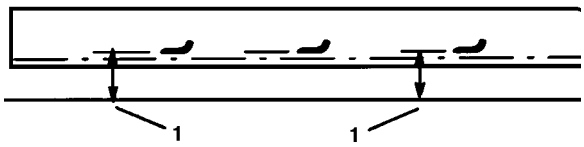

Figure 18
5. Placer les trois lames à la position “A” (Fig. 17) et mesurer la distance entre la surface plane et le bas de l'extrémité de chaque lame (Fig. 18).
6. Noter la dimension mesurée à la position “A”. Tourner les lames à la position “B” (Fig. 17) et mesurer la distance entre toutes les lames et la surface plane. Noter les dimensions (Fig. 18).